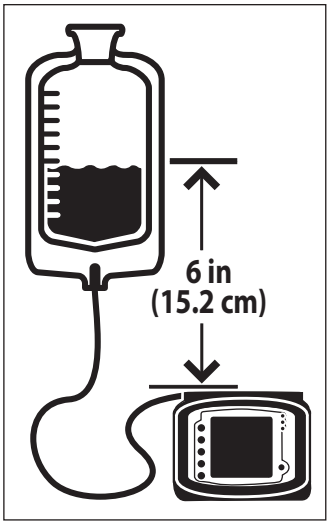

Figura 4B. Nível de fluido correto.
4. **Suspenda o saco de conjunto da bomba de modo a que o volume inicial da fórmula esteja 15,2 cm (6 polegadas) acima da bomba (Figura 4B).**
7. **O volume inicial da fórmula deve estar 15,2 cm (6 polegadas) acima da bomba (Figura 4B).**